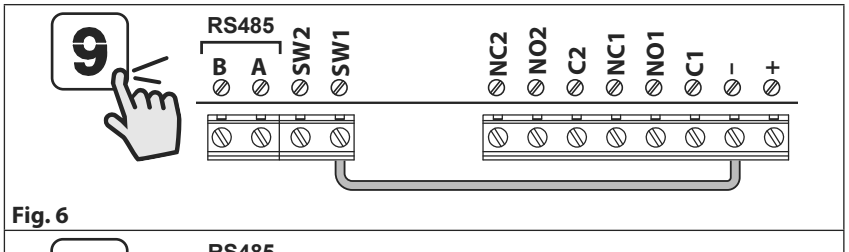

Fig. 6
2. Mettere in corto i morsetti **–** e **SW1**, vedi **Fig. 6**;